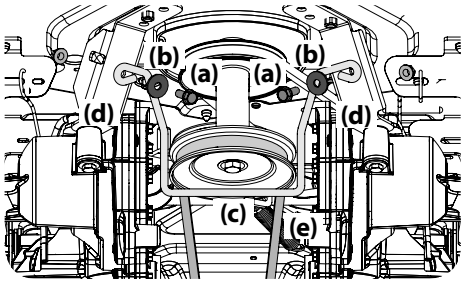
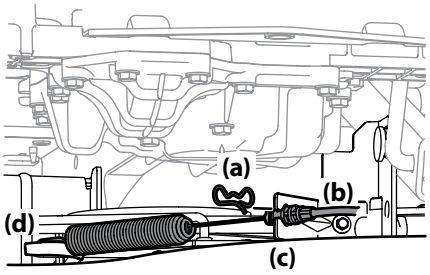

Figure 4-12
Figure 4-13
3. Remove the hex washer screw (a), flat washer (b) securing the belt keeper rod (c) to the transmission mount brackets (d) and remove the belt keeper rod (c). See Figure 4-12.
4. Remove the bow pin (a) that secures the PTO cable (b) to the bracket (c) on the deck, slide the PTO cable (b) out of the bracket (c) and unhook the spring from the idler bracket (d). See Figure 4-13.
5. Remove the 'V' belt (e) from the PTO pulley on manual PTO tractors on the bottom of the engine and skip ahead to Step 9. See Figure 4-12.
13. On manual PTO tractors, reinstall the belt keeper rod (Refer to Figure 4-12) and the PTO cable (Refer to Figure 4-13).